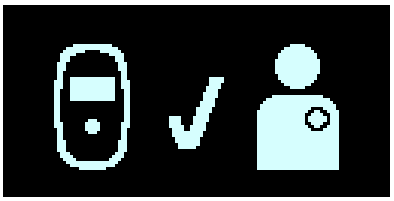

Figura 78: Ecranul Asociere încărcător/IPG reușită
5. Când procesul de asociere a fost finalizat, încărcătorul Vesta va emite 3 semnale sonore scurte și va afișa ecranul Asociere încărcător/IPG reușită. **Vezi Figura 78**.